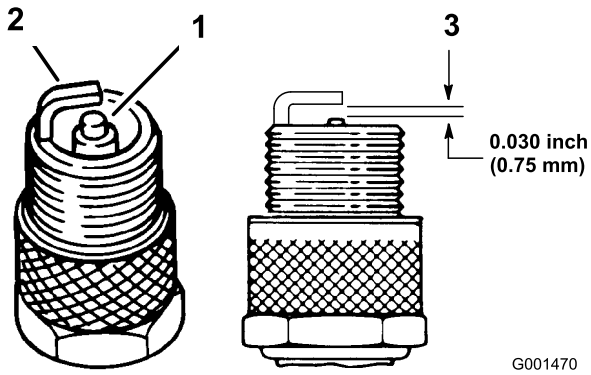

**Rysunek 39**
1. Przyjrzyj się środkowi świecy zapłonowej (Rysunek 39). Jeżeli izolator jest lekko brązowy lub szary, silnik działa poprawnie. Czarny nalot na izolatorze zazwyczaj oznacza, że filtr powietrza jest zabrudzony.
3. Należy sprawdzić odstęp między centralną i boczną elektrodą (Rysunek 39).
**Informacja:** Należy przechylić boczną elektrodę (Rysunek 39), gdy odstęp nie jest właściwy.
3. Podłącz przewód do świecy zapłonowej (Rysunek 39).